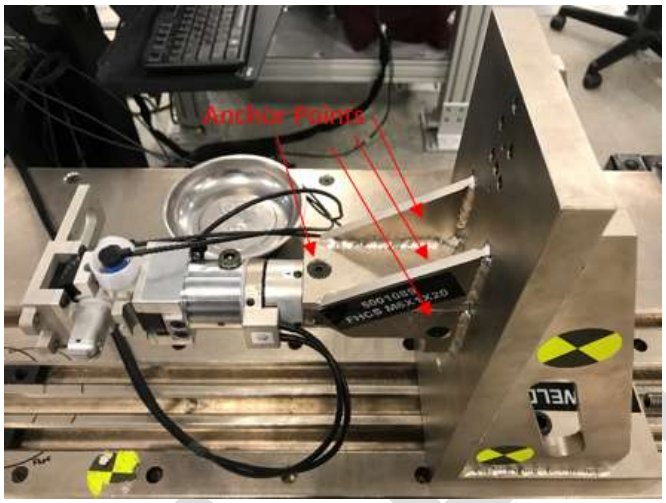

Figure 9-6. Lower (left) leg mounted to bracket for eversion test.
9.5.5 Mount the rigid fixture for eversion and inversion testing. The remainder of the procedural instructions in this Section are written for the left leg inversion test. The setup for left leg eversion tests follows the same procedures as inversion, except that the orientation is rotated 180° about its longitudinal axis (Figure 9-6). Right leg tests for both inversion and eversion are mounted in the opposite directions of their respective left leg tests.
9.5.6 Remove one W50-61042 modified BHSS that attaches the lower tibia shaft (474-5540) to the lower tibia load cell (Right leg eversion test or left leg inversion test remove lateral bolt). Mount the ankle assembly to the rigid fixture using four modified M6 x 1 x 20 FHCS with torque set to 10.0 ± 2.5 N-m (7.4 ± 1.8 ft-lbf) such that the X-Z plane of the foot and lower leg are horizontal (Figure 9-6).